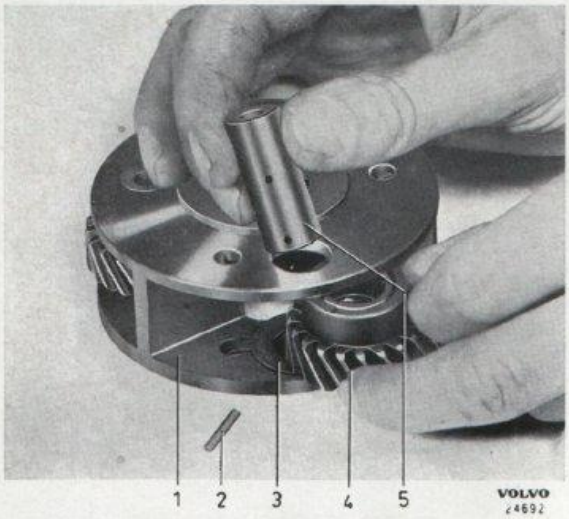
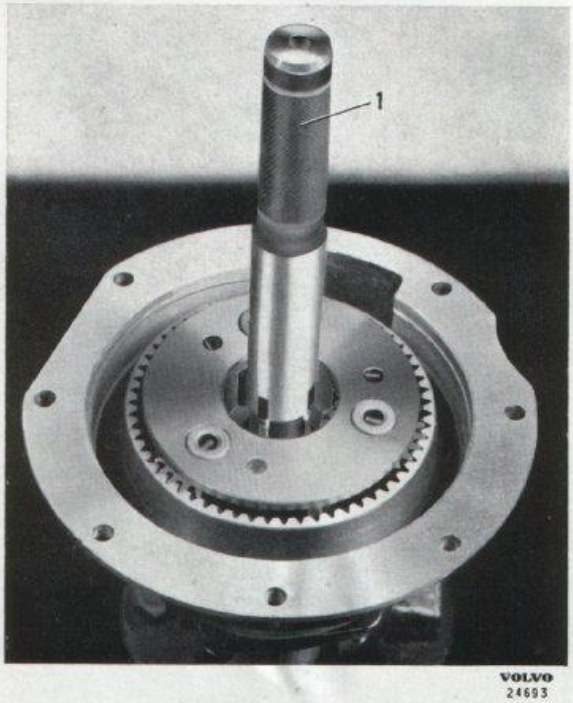

Bild 3-53. Montering av planethjul, I
Bild 3-54. Montering av planethjul, II
5. Pressa nållagren (37) i planethjulen (36) med dorn SVO 2417. Lagren skall ligga i plan med eller något under hjulens sidoytor. Montera samman planethjulshållare, axlar, brickor och planethjul, se bild 3-53. Styr upp splinsen i planethjulshållare och frihjulsnav med dorn SVO 2420, se bild 3-54.
6. Montera solhjulet (44) i kopplingslamellen (41). Sätt ihop skruvar, trycklager och trycklagerhållare. Montera trycklagret på kopplingslamellen.